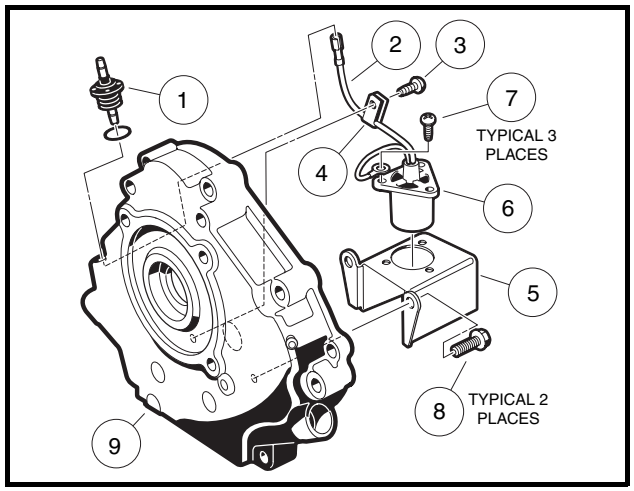

Figure 13-5 Oil Level Sensor
2. Disconnect the oil level sensor wire (2) from the cord connection (1) **(Figure 13-5, Page 13-6)**.
3. Remove the screw (3) from the wire clamp (4).
5. If necessary, remove the three screws (7) that hold the sensor to the bracket (5).
1. If the oil level sensor was removed from the bracket, install sensor (6) into bracket (5) and secure with three screws (7) **(Figure 13-5, Page 13-6)**. Tighten to 17 in-lb (1.9 N·m).
3. Connect sensor wire (2) to cord connector (1) **(Figure 13-5, Page 13-6)**.
4. Install screw (3) through wire clamp and into crankcase cover. Tighten to 30 in-lb (3.4 N·m).